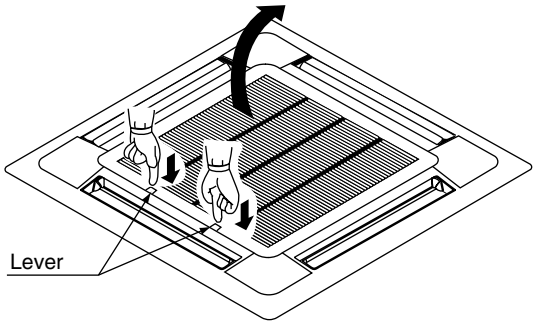

Fig. 1
1) Push the suction grille lever inward and lift up the lever side. (Refer to Fig. 1.)